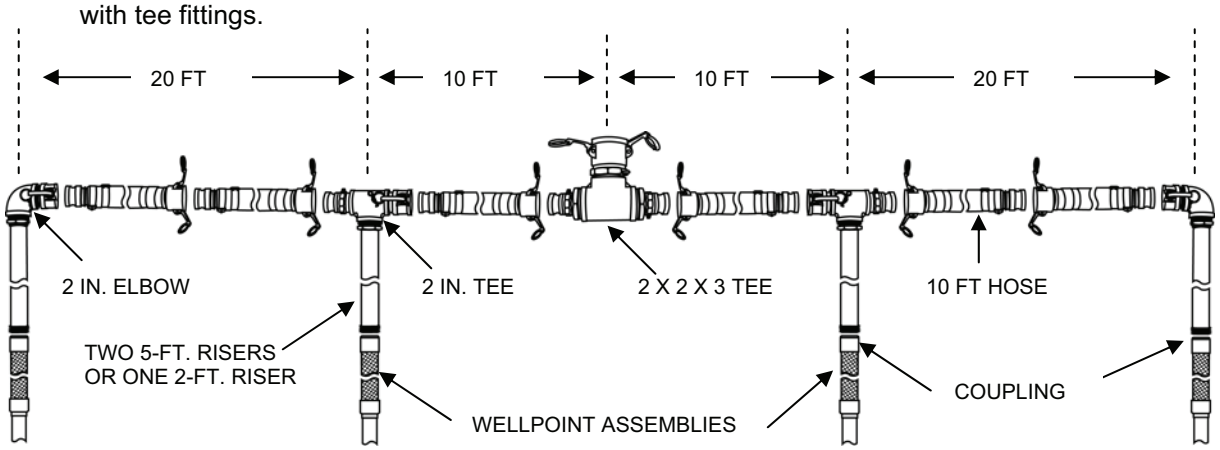

Figure 1. Typical OISS Configuration.
2. Lay out (but do not connect) the wellpoints and (yellow-banded) hoses as shown in Figure 1 in the general area where they will be assembled. If the terrain is rocky or otherwise unsuitable for driving wellpoints into the sand, the OISS can be submerged in the raw water source in a horizontal position. Note that there are two riser/wellpoint assemblies with elbow fittings and two with tee fittings.